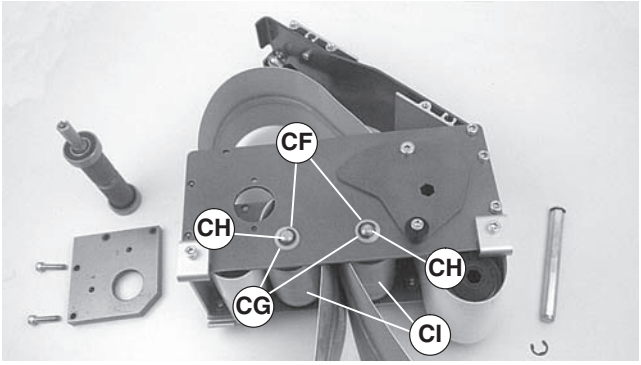

Figure 48
- For 2¨ (44 mm), 3¨ (70 mm) or 4¨ (95 mm) wide conveyor, detach E-ring clips (Figure 48, item CF). Remove washers (CG). Remove pulley shafts (CH) and two pulleys (CI).